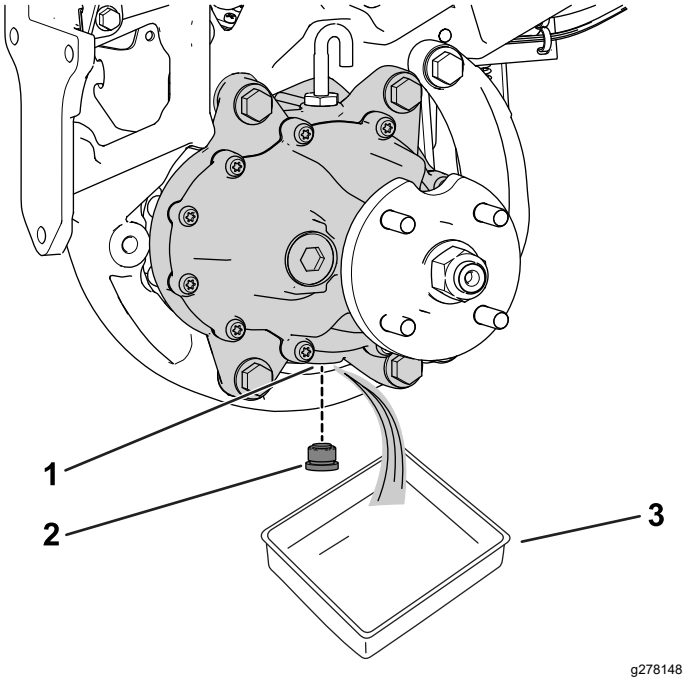

Figur 3
1. Placera ett avtappningskärl under hjulmotorn (Figur 3).
2. Ta bort pluggen från avtappningsöppningen (Figur 3).
4. Montera avtappningspluggen i avtappningsöppningen (Figur 3).